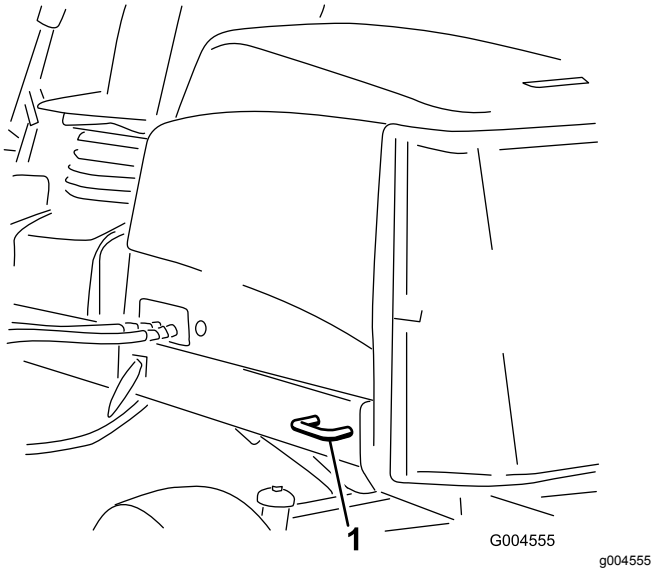

**Figur 73**
- Bak – på båda sidor av maskinen, på den bakre ramen (Figur 73)